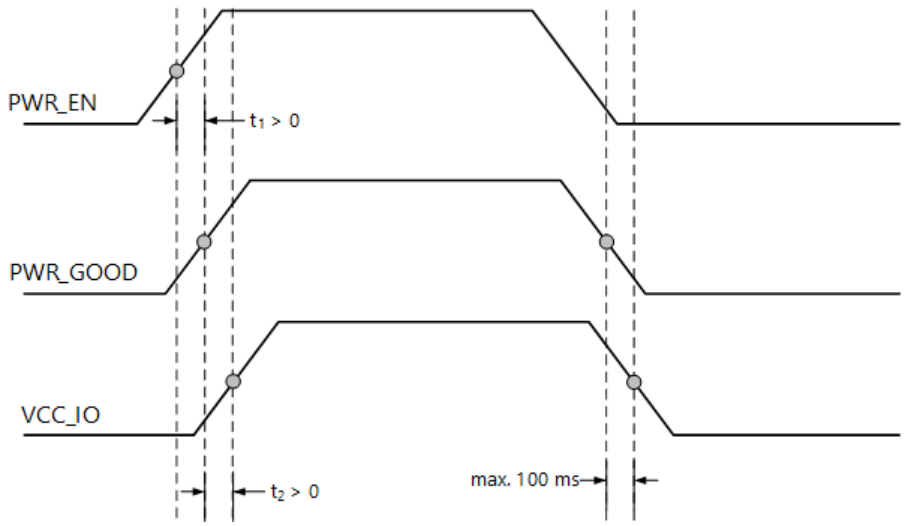

Figure 11: Power-Up Sequence - VCC_IO in Relation with PWR_GOOD and PWR_EN Signals
- Follow the power sequence diagram shown in Figure 11. This ensures that the I/Os are tri-stated at power-on and power-off.